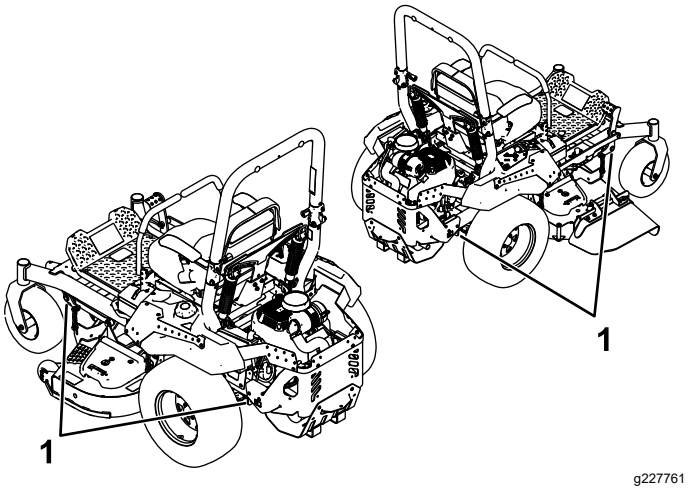

Figuur 36
6. Zet de machine vast bij de voorste zwenkwielen en het achterframe; gebruik hierbij spanbanden, kettingen, kabels of touwen (Figuur 36). Raadpleeg de lokale vereisten inzake de bevestiging van machines.